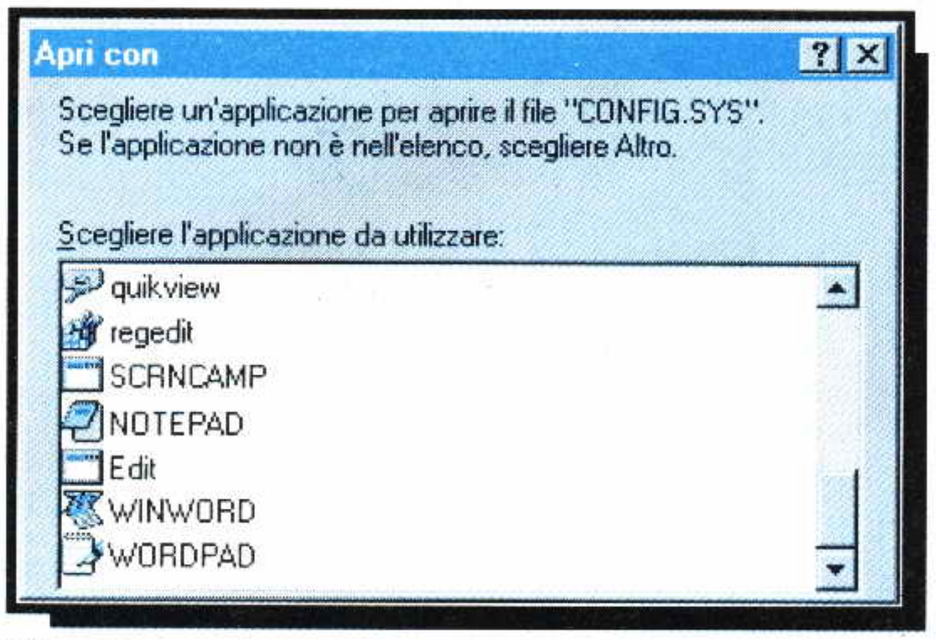

Fig. 9
– Apparirà la finestra di dialogo **Apri con** (vedi fig.9) in cui dovrete selezionare uno di questi programmi